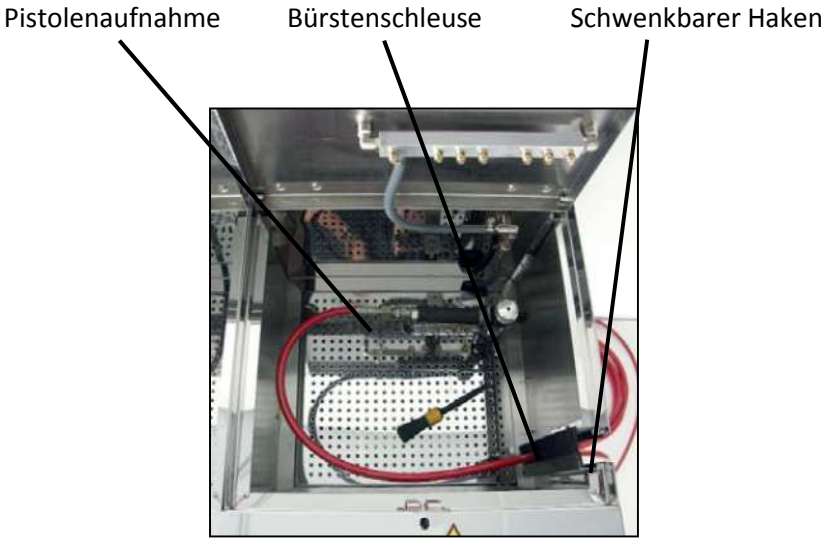

Abbildung 9-2
Geräteklappe öffnen. Die Absaugung fängt automatisch an zu arbeiten. Danach Pistole wie folgt einsetzen (Abbildung 9-2):
2. Den oder die Schläuche der Pistole im Bogen durch die Schleuse (Bürstenleiste) führen und mit dem schwenkbaren Haken sichern (Abbildung 9-2).